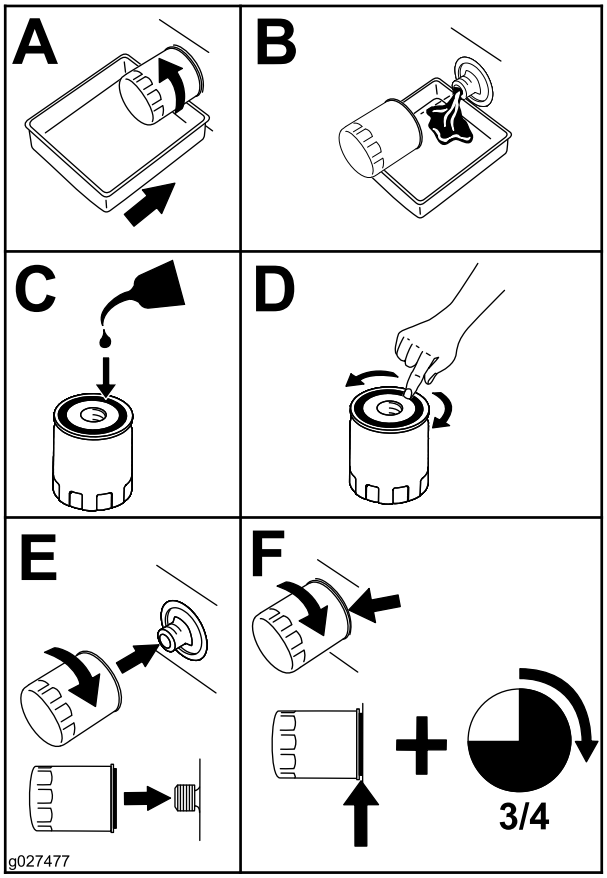

Figur 38
4. Udskift oliefilteret (Figur 38).